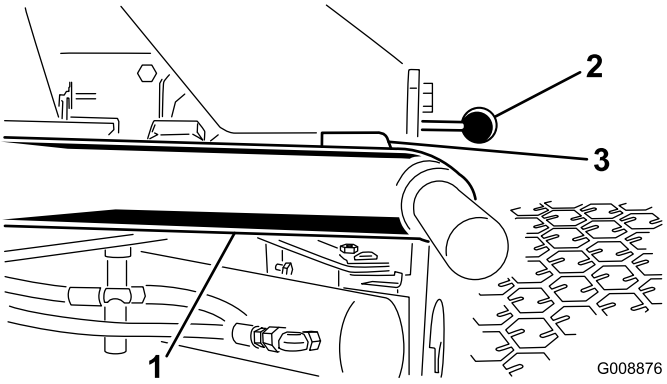

Figur 10
1. Start motoren, hev klippeenhetene og kontroller at klaringen mellom hver løftearm og gulvplatebraketten er 5–8 mm (Figur 10).